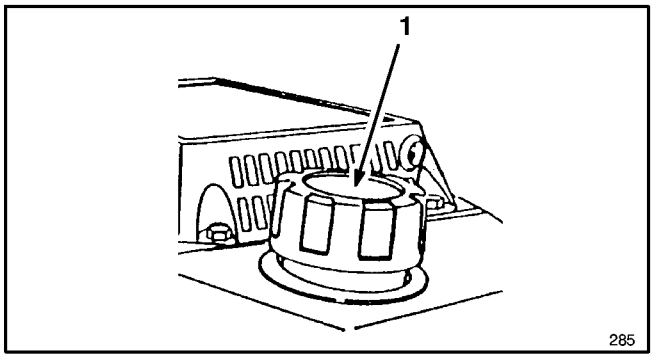

Abbildung 10
1. Rund um den Kraftstofftankverschluß reinigen (Abb. 10) und die Kappe vom Tank entfernen. Bei bleifreiem Benzin den Kraftstofftank bis 6-13 mm unter den Einfüllstutzen füllen.